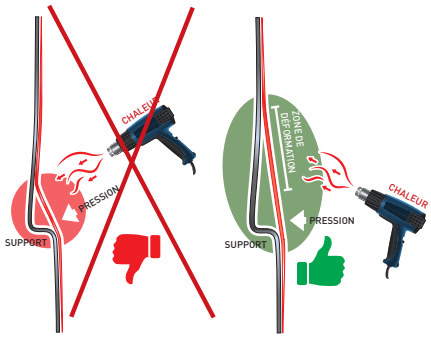

Figure 06
- Tendre le film sur le support de façon à ce que ce dernier touche les parties en relief. (FIG. 06)